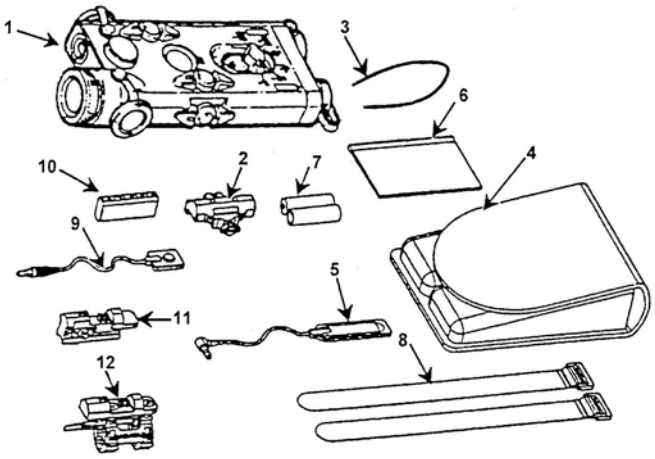

Figure G-10. AN/PEQ-2A with accessories.
This paragraph gives a description of the AN/PEQ-2A along with its accessories (Figure G-10). This paragraph also describes how to install and operate the AN/PEQ-2A. The TPIAL projects an infrared laser beam that cannot be seen with the eye but can be seen with night vision devices. It is capable of projecting a much wider infrared illuminating beam from an integral illuminator. The TPIAL works with night vision goggles and mounts on various weapons with mounting brackets and adapters. Leaders use the AN/PEQ-2A in the hand-held mode to illuminate and designate targets.
b. **Components**. (See Figure G-10.)